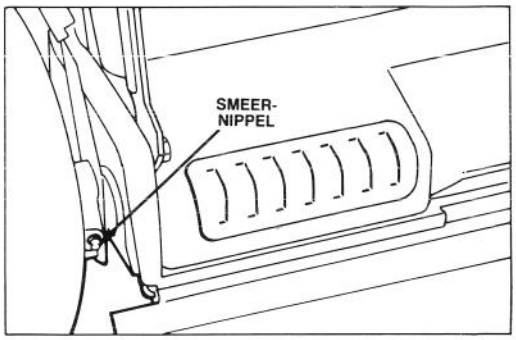

Afbeelding 24
2. Plaats de hendels voor de maaihoogte in stand "2". Maak de smeernippels schoon (Afb. 24). Plaats de smeerpomp op de nippels en spuit 2 tot 3 keer wat litiumhoudend smeerolie nr. 2 Multi-Purpose.